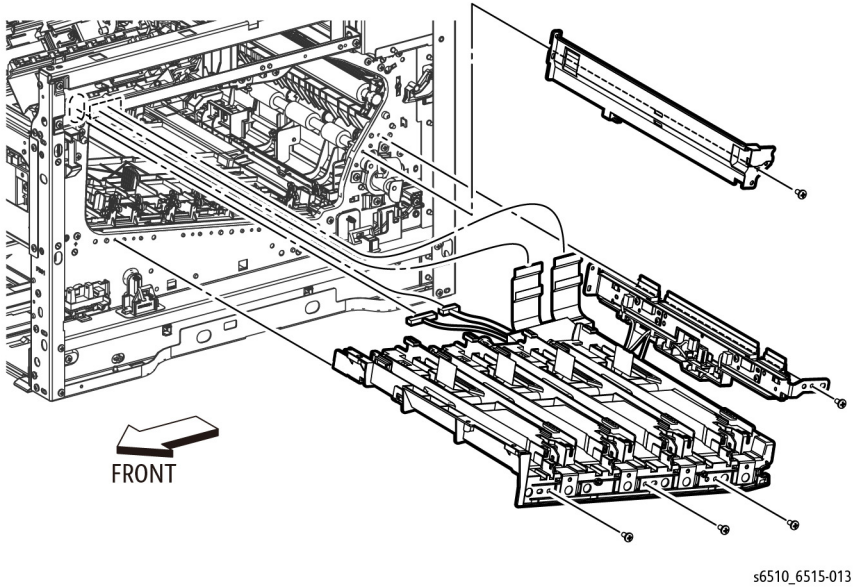

Figure 4 Remove the CTD Sensor Cover, Sensor, and LPH FFC Xerographic CRUM
13. Refer to Figure 4 to remove the screw (silver, M3X6mm) attaching the CTD Sensor Cover and remove the cover.
a. Refer to Figure 4 to remove the four screws (silver, M3X6mm) attaching the CTD Sensor Assembly and the LPH Xerographic CRUM FFC.